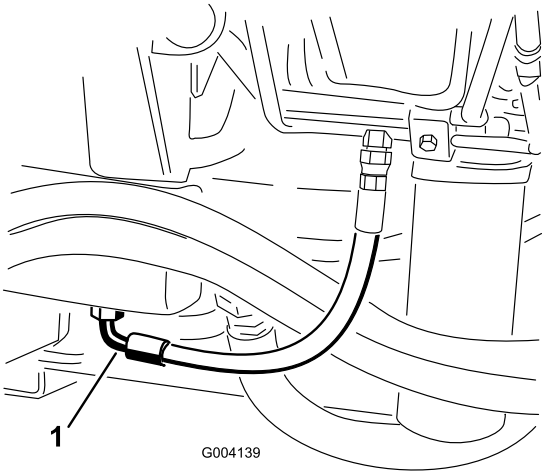

Figur 67
2. Ställ ett stort avtappningskärl under fästet som sitter på hydraultankens undersida (Figur 67).